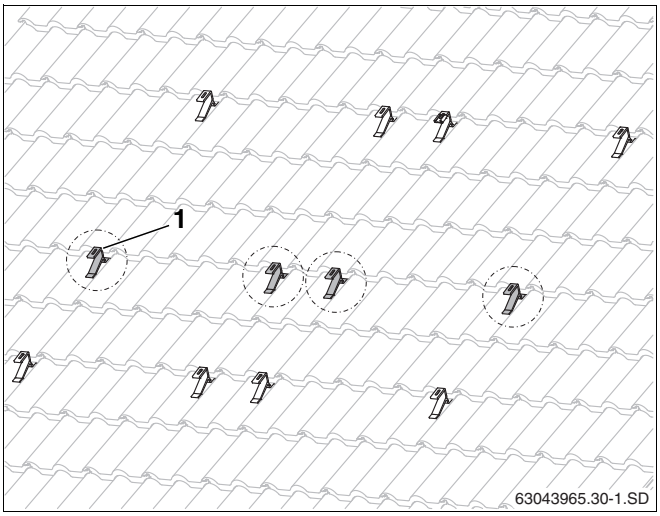

Рис. 28 Дополнительные кровельные крюки для профиля с повышенной снеговой нагрузкой (здесь: для двух коллекторов)
- Дополнительные кровельные крюки (рис. 28, **поз. 1**) крепите, по возможности, посередине между уже установленными верхними и нижними крюками.